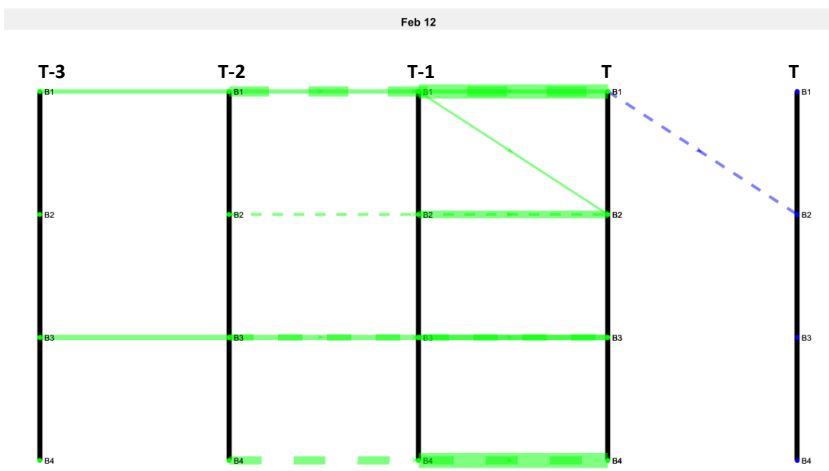

Figure 2. Fence Graph for Day one of testing – pristine condition
AR modeling of each of the 4 bearing data separately revealed that they AR(3) or AR(2) processes. In my previous article, we had ignored lags > 1; to perform Counterfactual experiments, that will not do. So the previous "LADDER" graph has to be extended to "FENCE" graph as shown in figure 2.
You can see that there is a dotted BLUE line on the right-most panel; this means that at the current instant, B1 has a negative (instantaneous) effect on B2. In the (T1-T) panel, we see 4 solid GREEN horizontal links – these are the first coefficients of AR(3) model of each of the 4 time series corresponding to B1 to B4 bearing vibration data. What is shown in figure 2 is for Day-1 of the test when all the mechanical components are in pristine condition – hence the minimal causal links (that are not horizontal which will always be the case unless the data is white noise) . . .